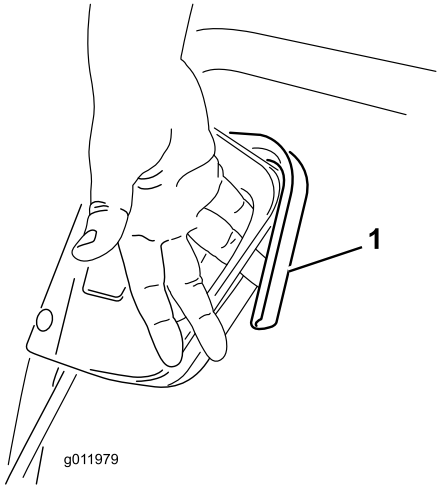

Figura 6
3. Introduzca dos dedos en el hueco del mecanismo de arranque y empuje la palanca de control hacia el manillar (Figura 6).